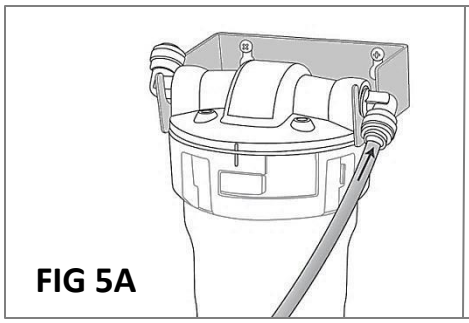
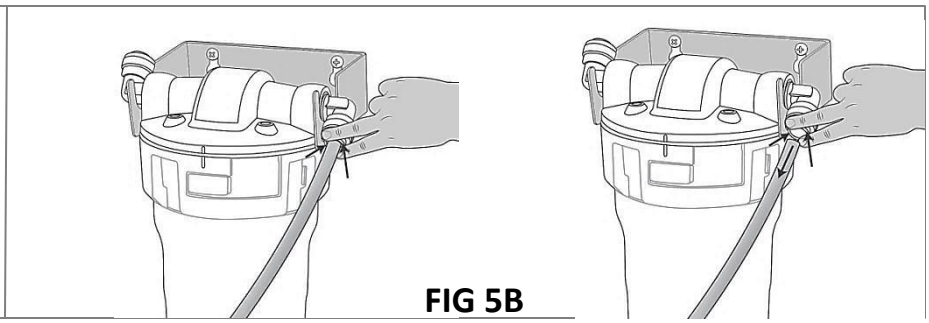

FIG 5A
FIG 5B
14. Remove red locking clip from the INLET Acculink™ fitting (2554) (arrow pointing into filter head) and connect tube coming from valve (1505) by pushing it into the fitting until it touches the tube stop and cannot go in any further (see Fig. 5A). Reinsert the red locking clip. **Note**: To remove the tube, remove locking clip and press the collet with two fingers while pulling tube out (fig 5B). Without pressing the collet, the tube should not come out.